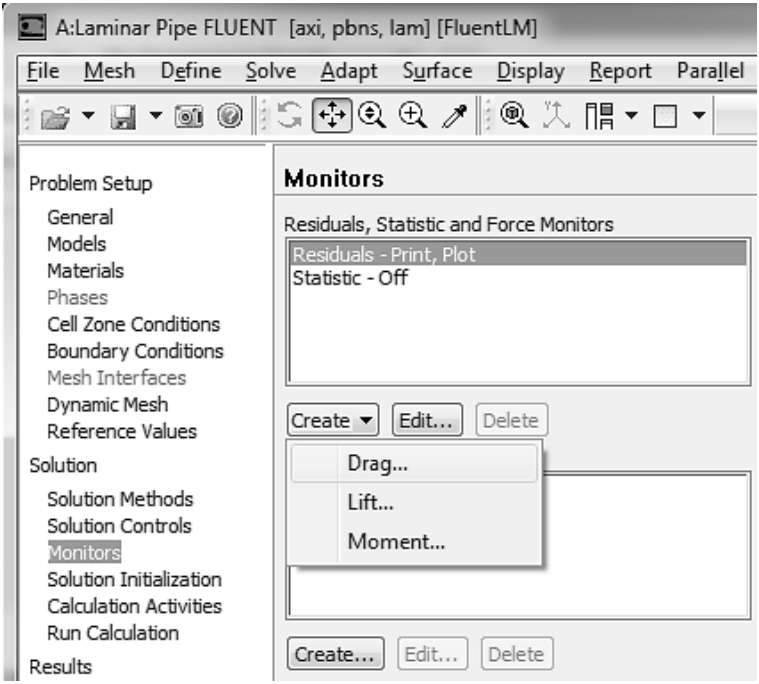

Рис. 50.
2) Под окном Residuals, Statistic and Force Monitors жмем кнопку Create и в выпадающем окне выбираем Drag, рис. 50.